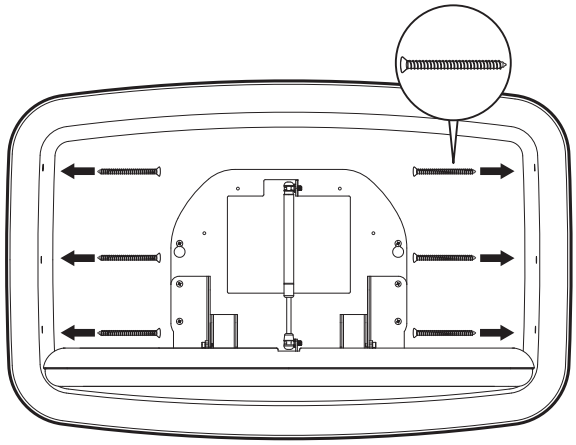

Abb. 2
- Öffnen Sie die Vorrichtung vollständig, um Zugang zu den sechs Montagebohrungen auf jeder Seite der Vorrichtung zu erhalten. **Abb. 2**